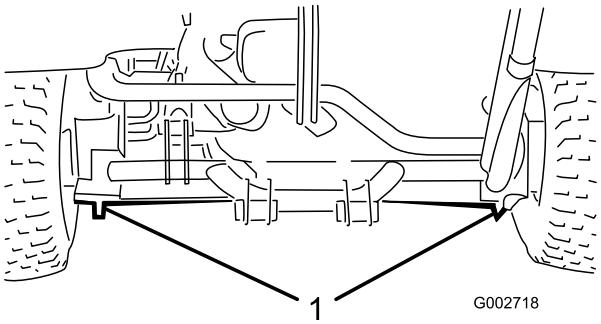

**Figuur 19**
- Links of rechts – onder de achterste wielmotor of het frame (Figuur 19).